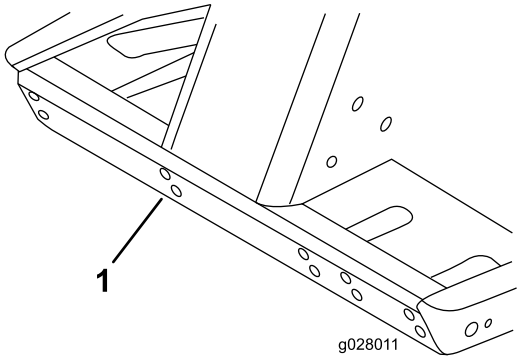

**Figure 14**
1. Montez le support sur l'avant du groupe de déplacement dans les trous indiqués à la Figure 14.